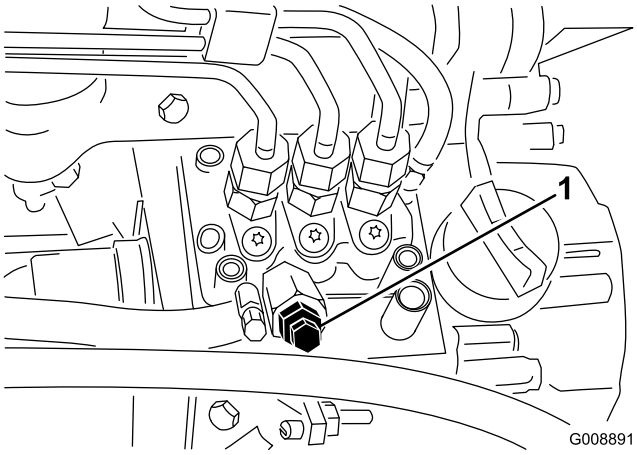

Figur 41
3. Åpne lufteskruen på pumpen for drivstoffinnsprøyting (Figur 41).